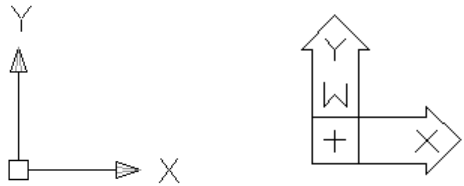
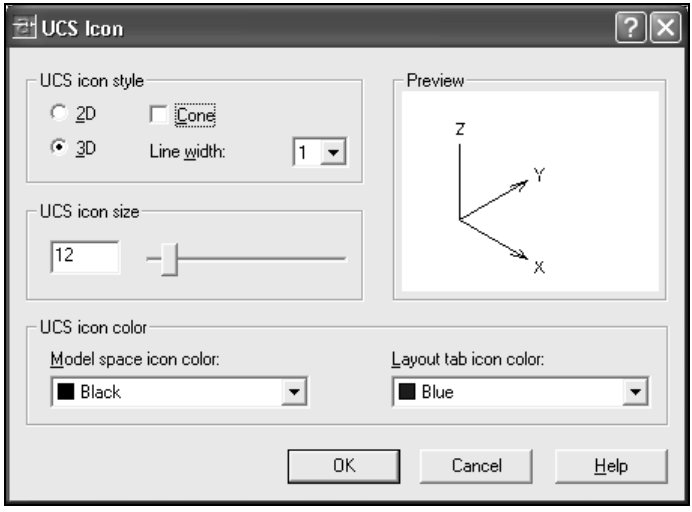

Рис. 1.11. Знак UCS в AutoCAD 2002, 2004 (слева) и в более ранних версиях системы (справа)
Рис. 1.12. Выбор стиля знака ПСК в диалоговом окне **UCS Icon**
Средства AutoCAD выполняют построения двумерных примитивов (окружность, дуга, эллипс, многоугольник и др.) в плоскости построений XY на текущем уровне или в плоскости, параллельной плоскости XY, с заданным значением Z. Положение плоскости построений, в которой строятся объекты, определяется действующей системой координат. Положительное направление осей координат на первых трех экранах соответствует направлению осей X, Y, Z. Для отображения направления осей и положения начала координат служит специальный *знак (пиктограмма) ПСК (UCS)*, расположенный по умолчанию в левом нижнем углу экрана (рис. 1.11). В исходном положении плоскость XY совмещена с горизонтальной плоскостью проекций в *мировой системе координат* (МСК) и совпадает с плоскостью графического экрана. Третья ось (ось Z) МСК расположена перпендикулярно экрану и направлена от экрана к пользователю.
2. В открывшемся ДО **UCS Icon** (Знак ПСК) (рис. 1.12) в области **UCS icon style** (Стиль знака ПСК) выбирают с помощью переключателя стиль изображения **2D** (2М), в котором значок осей имеет в качестве признака МСК букву **W** (М) (см. рис. 1.11).
В случае выбора стиля **3D** (3М) при установленном флажке **Cone** (Конус) в диалоговом окне **UCS Icon** (Знак ПСК) на концах осей рисуется замкнутая стрелка (конус), при снятом флажке — незамкнутая (рис. 1.12).